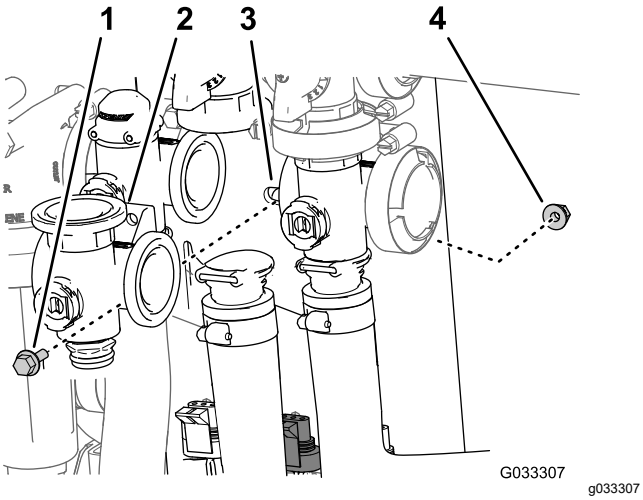

**Figura 71**
3. Remova o parafuso de cabeça flangeada e a contraporca flangeada que prendem a válvula de agitação ao suporte da válvula e remova o coletor da válvula da máquina (Figura 71).